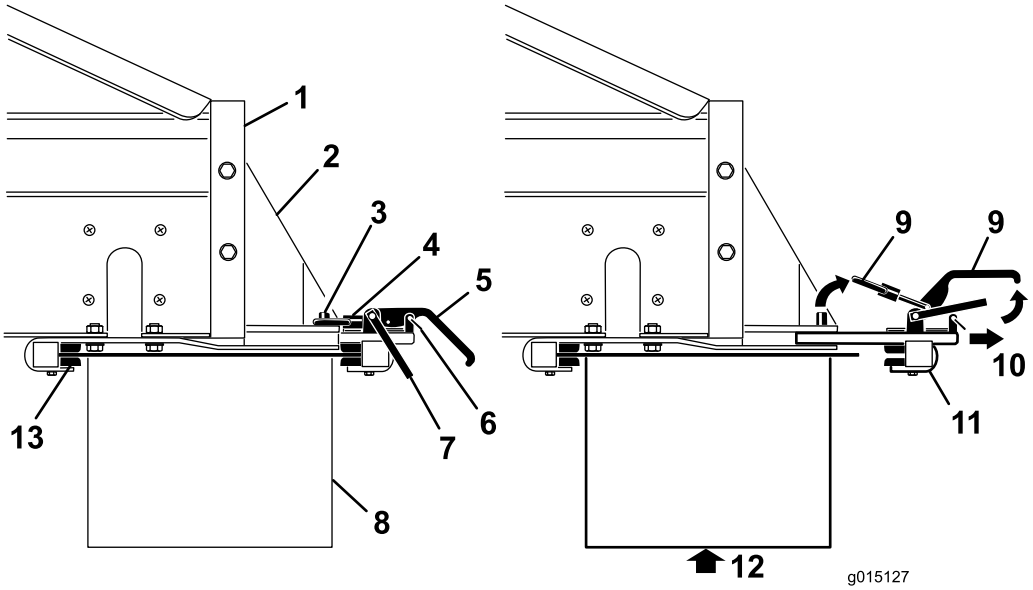

**Figur 29**
1. Fjern sikkerhetslåsklipsene fra klemmehåndtakene (Figur 29).
2. Løft sikkerhetslåsen, løft deretter klemmehåndtakene for ekstrautstyret, og frigjør låseringene fra låsestiftene (Figur 29).
3. Skyv bakre klemme for tilleggsutstyr ut av hurtigfestesporene (Figur 29).
4. Med hjelp fra en annen person, før inn fremre kant av dobbeltspinneren opp og under bak på MH-400 inn i frontklemmene på brakettene (Figur 29).
5. Samtidig som du støtter dobbeltspinneren, skyv bakre klemme for tilleggsutstyr tilbake inn i sporene på brakettene og over bakre kant (Figur 29).
7. Reinstaller sikkerhetslåsklipsene på klemmehåndtakene (Figur 29).